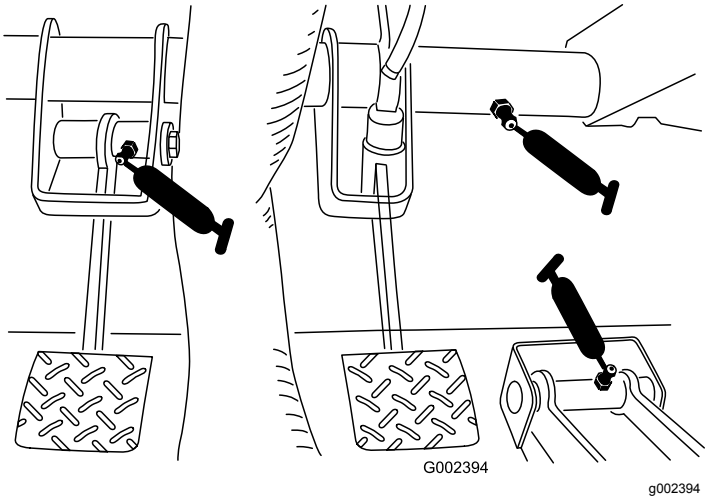

Figur 31
- **Koppling (1)**, se Figur 31
- **Gas (1)**, se Figur 31
- **Broms (1)**, se Figur 31